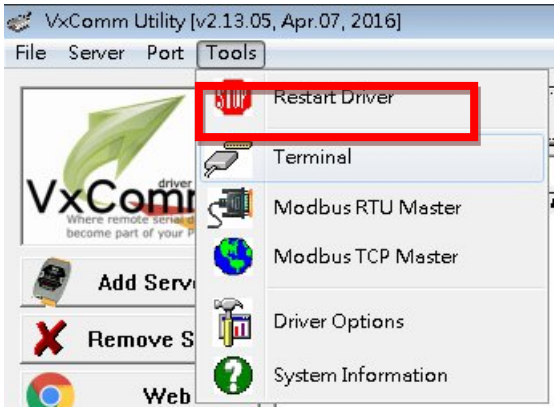
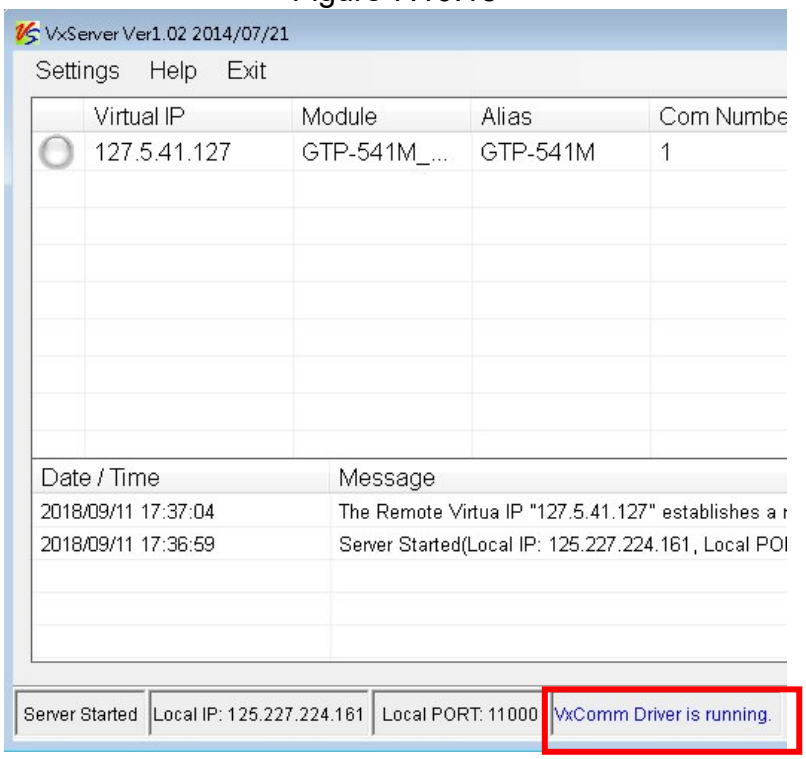

Figure 7.10.18
Figure 7.10.19
J. After the setting is completed, click the “Restart Driver” update status in the upper left toolbar “Tools” as shown in Figure 7.10.18. At this time, “VxComm Driver is running” will be displayed at the bottom of the VxServer screen as shown in Figure 7.10.19。